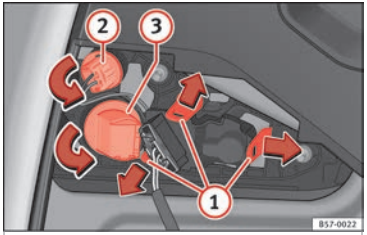

Fig. 111 Remove the bulb holder.
2. Unlock the securing tabs from the bulb holder ››› Fig. 111 (1) or turn the bulb holder to the left (2) **and** (3).